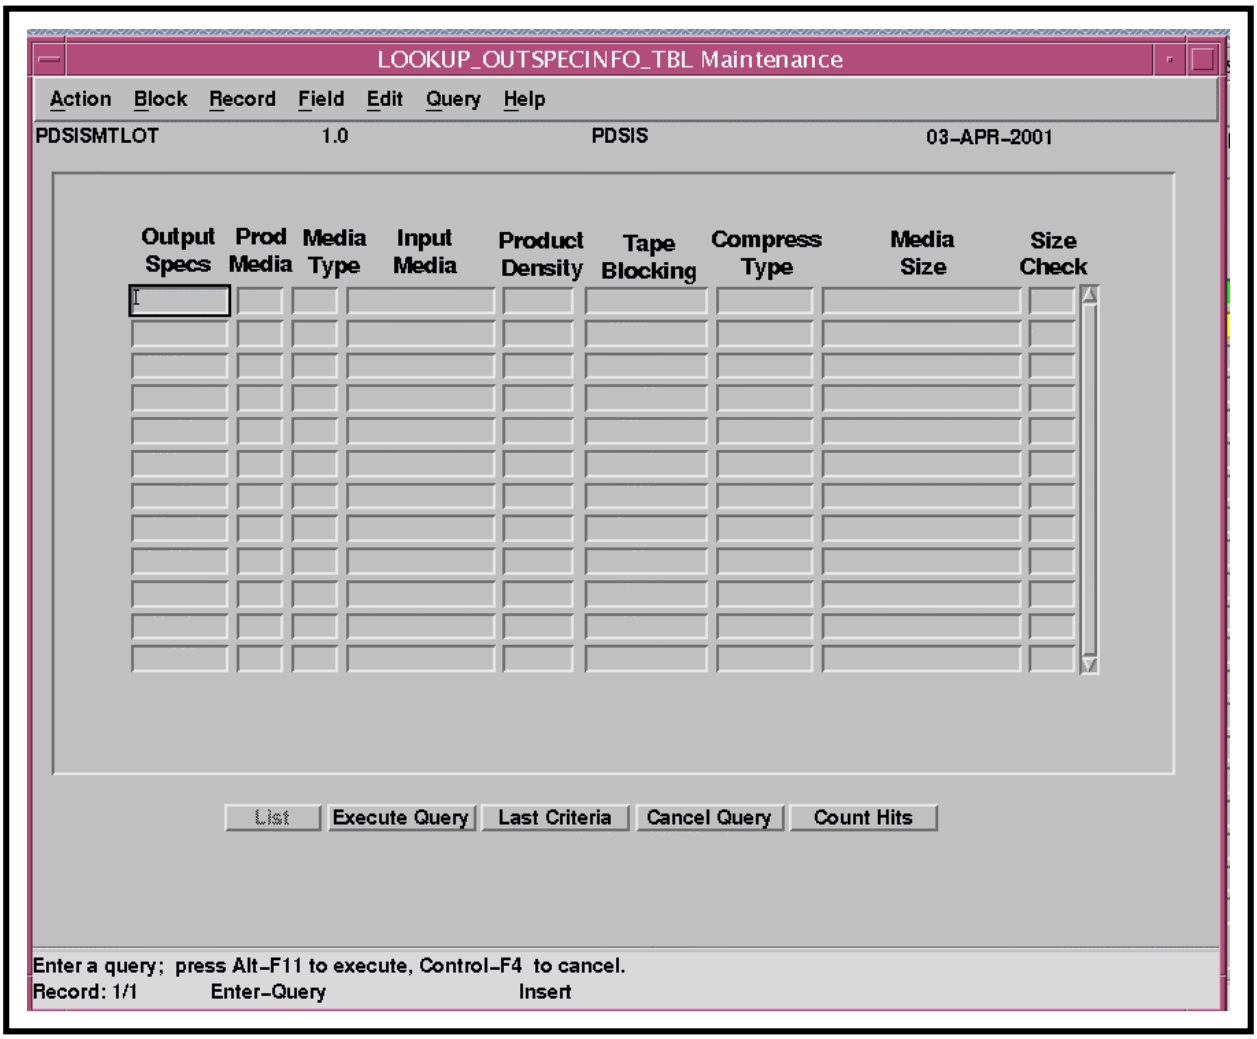

Figure 118. PDSIS Output Specifications Window
- The **PDSIS Output Specifications Window (PDSISMTLOT)** (Figure 118) is displayed.